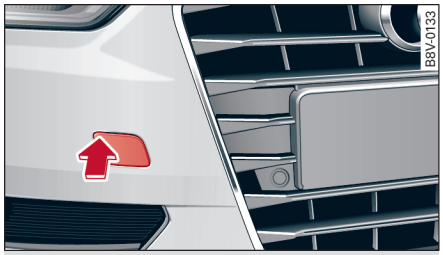

图 235 右前保险杠：取下盖板
- 向内按压盖罩的*左上部*使其从保险杠中松开 ⇨ *图 235*。